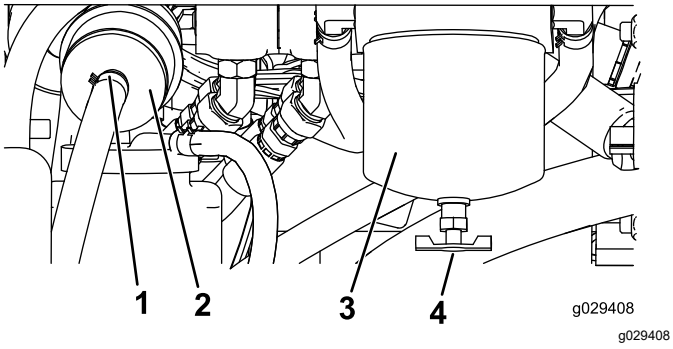

**Rysunek 47**
4. Zlokalizuj filtr paliwa w tylnej części silnika (Rysunek 47) i umieść pod nim czysty pojemnik.
4. Zlokalizuj filtry paliwa po prawej stronie silnika (Rysunek 47) i umieść pod nimi czysty pojemnik.
5. Wyczyść obszar wokół uchwytów wkładu filtra (Rysunek 47).
6. Wyjmij wkład filtra i oczyść jego powierzchnię montażową (Rysunek 47).
9. Przykręcaj ręcznie wkład filtra, aż uszczelka zetknie się z powierzchnią montażową, a następnie obróć o dodatkowe pół obrotu (Rysunek 47).
10. Zlokalizuj filtr przelotowy po lewej stronie obudowy filtra paliwa (Rysunek 47) i zwróć uwagę na kierunek przepływu wskazywany przez strzałkę z boku filtra przelotowego.
11. Rozłącz obejmy po obu końcach filtra przelotowego i zsuń z niego przewody (Rysunek 47). Wyrzuć filtr.
12. Nasuń przewody na króćce nowego filtra (Rysunek 47), upewniając się, że strzałka na filtrze jest skierowana w kierunku silnika lub elektrycznej pompy paliwa.